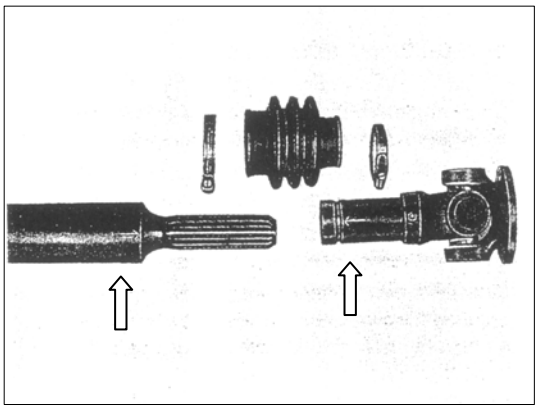

РИС. 270
7) Сопоставьте вилку с валом, чтобы выровнять сопряжённые стрелки (см. рис. 270)